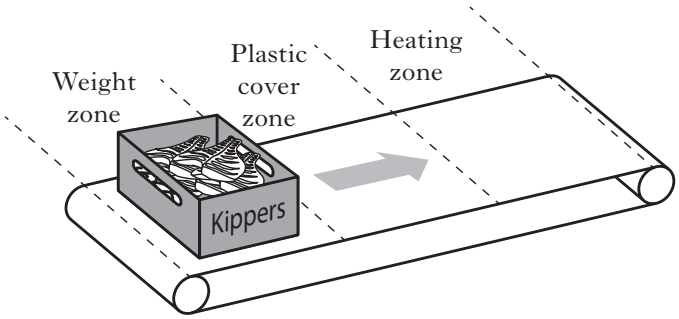

Figure Q10(*a*)
10. The conveyer belt shown in Figure Q10(*a*) moves at a steady speed. Boxes of fish are fed onto the belt and move through a packaging area one at a time. The progress of a box through each zone is monitored by a series of light sensors.